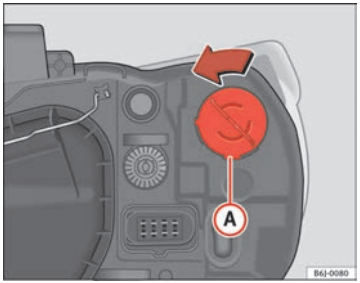

Fig. 139 Single turn signal lamp
- Rotate the bulb holder ⇒ fig. 139 (A) to the left and pull.